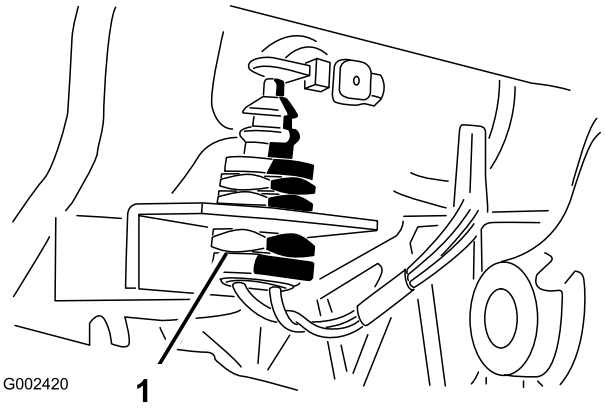

Figuur 73
7. Controleer nogmaals de veiligheidsschakelaar van de koppeling (Figuur 73). De motor mag pas aanslaan als het koppelingspedaal 3,2 cm ± 3 mm is verwijderd van de vloer. Als afstelling nodig is, draait u de contramoeren van de schakelaar los en stel deze naar boven of beneden bij.